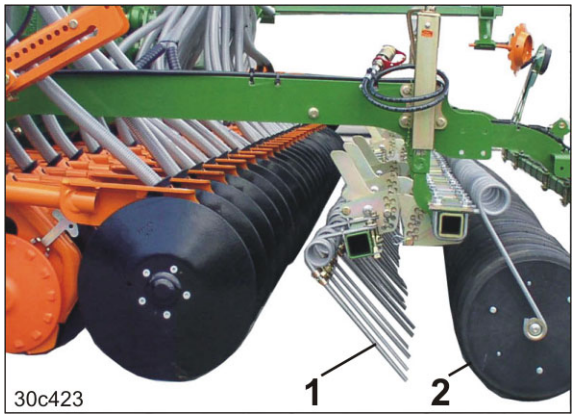

Fig. 107
- Strigletænder (Fig. 107/1)
- Trykruller (Fig. 107/2).